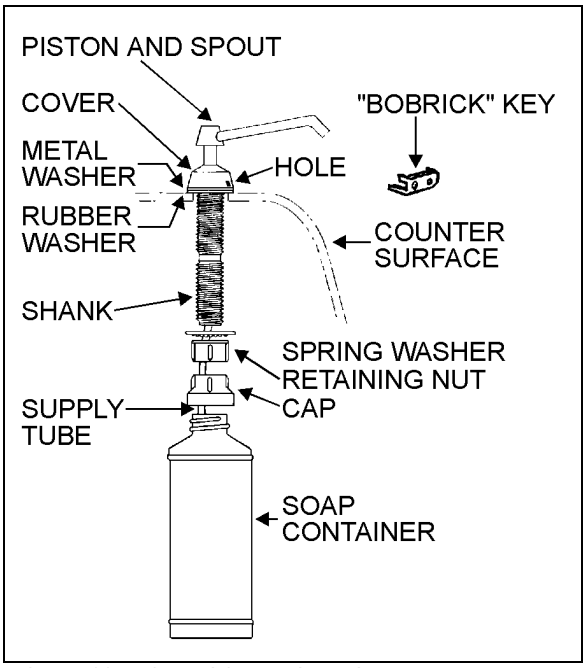

FIGURE 28: LIQUID SOAP DISPENSER 23039
2. Insert projection at end of *"BOBRICK"* key into rectangular hole in cover (Figure 28). Push straight in. While holding *"BOBRICK"* key in, turn cover counterclockwise about 1/8 turn.